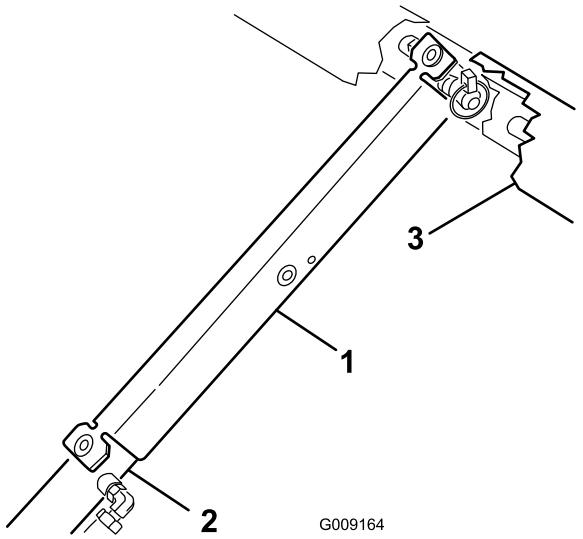

Figura 33
3. Introduza o apoio da plataforma na haste do cilindro, assegurando que as linguetas encostam à extremidade do cilindro e à extremidade da haste do cilindro (Figura 33).